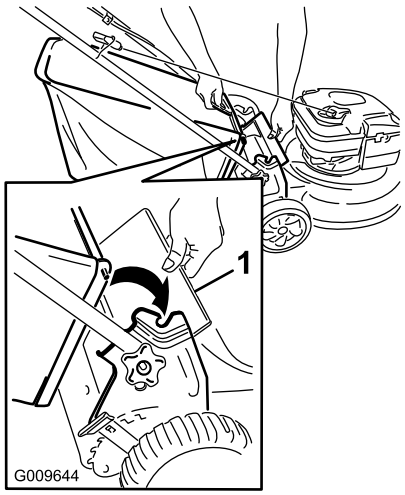

Figuur 15
1. Breng de afvoergeleider aan de achterzijde omhoog (Figuur 15).
2. Breng de handgreep van de grasvanger in de inkepingen van de handgreepbeugels en zorg ervoor dat ze goed bevestigd is (Figuur 15).